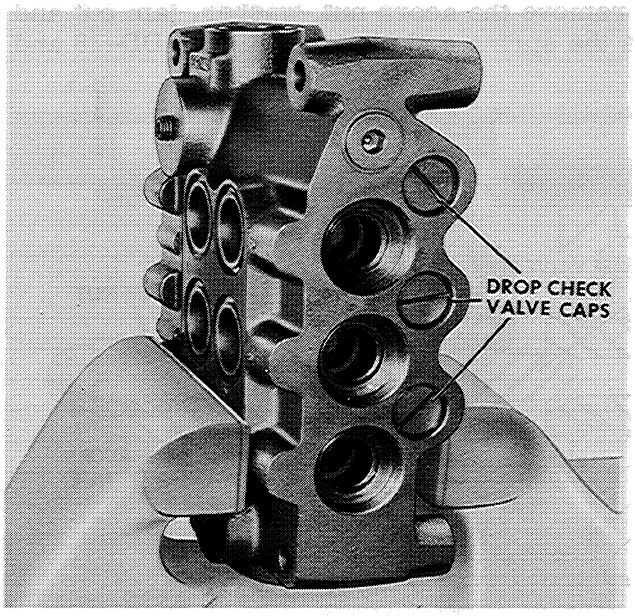

Figure DD-20
1. Remove the drop check valve caps, Figure DD-20. Now remove the poppet springs and poppets.